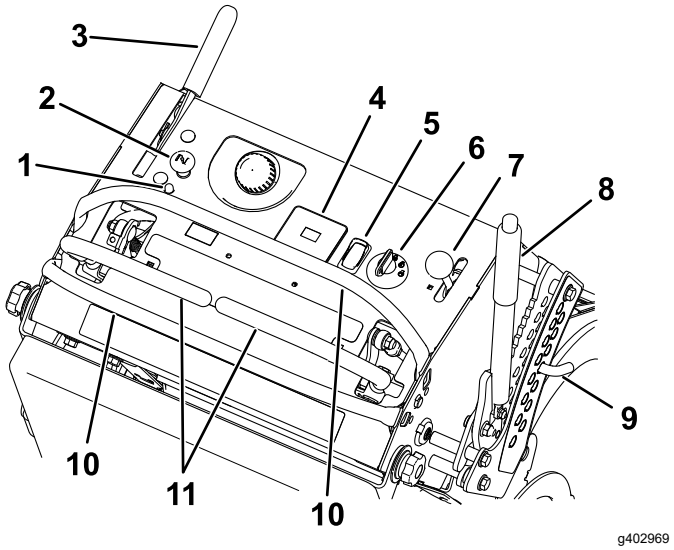

Figura 5
Si se detecta un problema o una avería en el sistema, se enciende el indicador de avería (IA) (Figura 5).
El acelerador controla la velocidad del motor y tiene un ajuste variable continuo de LENTO a RÁPIDO (Figura 5).